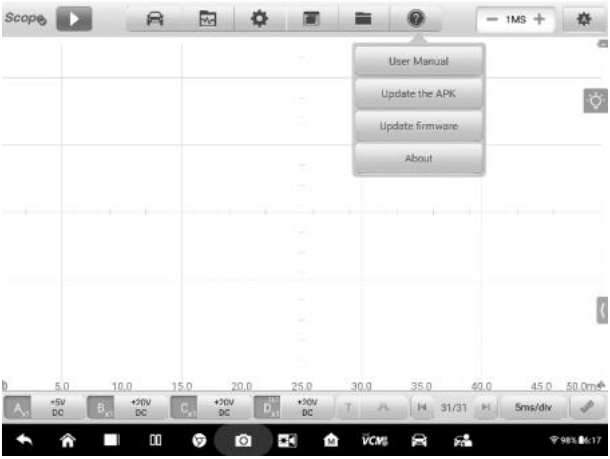

Figure 7-2 ***Sample Help Screen***
1. Tap the **Help** button on the upper half of the screen. A dropdown menu displays. (***Figure 7-2***)